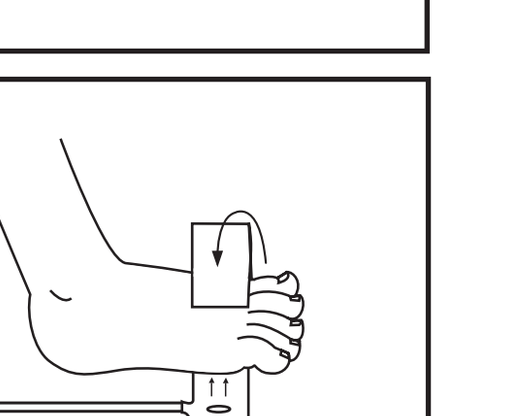

Fig. 1c
4. Envuelva el pie con el adhesivo o la envoltura de espuma y compruebe que el visor del emisor (estrella roja) se alinee en dirección contraria al detector. Procure mantener la alineación adecuada de las ventanas del detector y del emisor cuando coloque el adhesivo o la envoltura de espuma para fijar el sensor (fig. 1c).